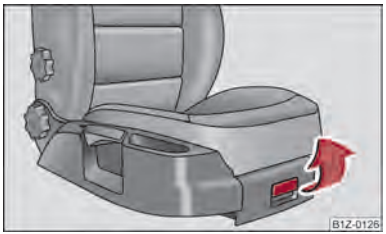

Fig. 83 Front passenger seat: Storage compartment
– Tilt the lock to open the flap and pull out the flap ⇒ fig. 83.